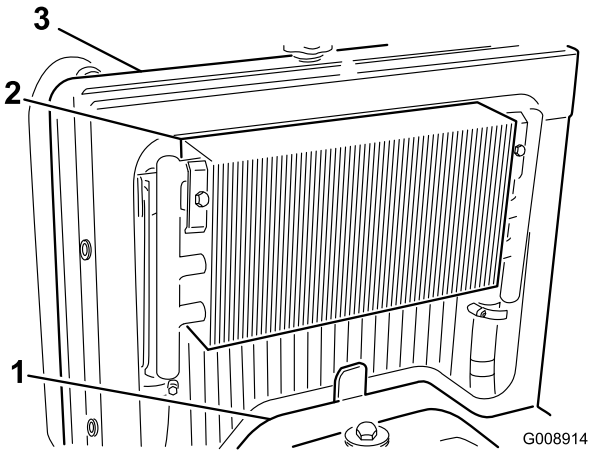

**Figur 66**
3. Fjern adgangspanelet (Figur 66).